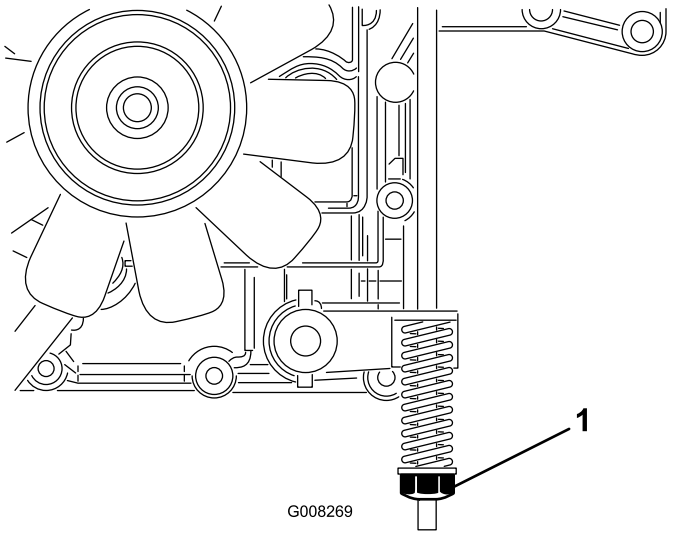

Figur 33
Parkeringsbremsen er placeret på højre side af bagakslen, inden for bagdækket (Figur 33).
3. Drej bremsejusteringsmøtrikken med uret, indtil du ikke kan skubbe maskinen (Figur 33).